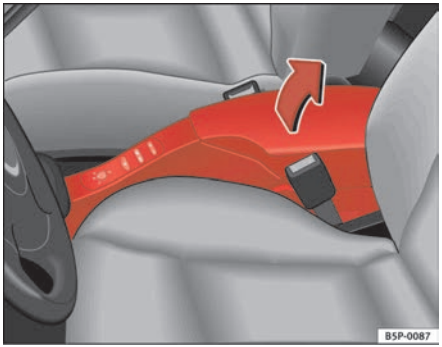

**Fig. 102 Front armrest with stowage area**
– To open the stowage area, lift the armrest up in the direction of the arrow ⇒ fig. 102 and then lift the cover.